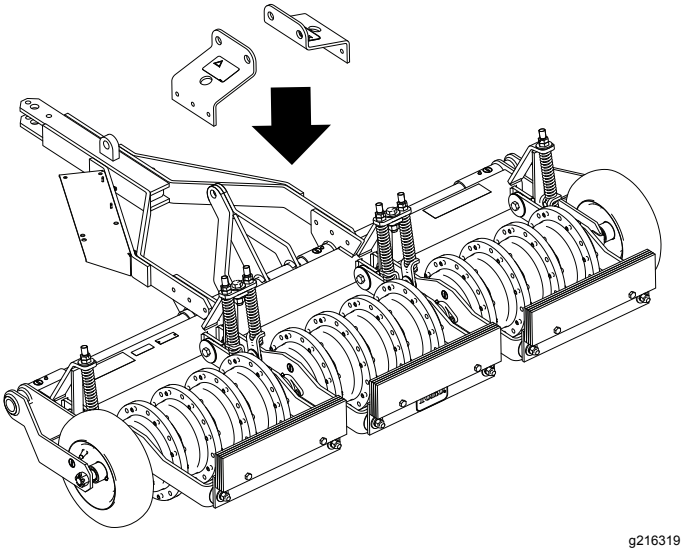

Figur 5
3. Rett inn brakettene på luftemaskinen, som vist i Figur 5.